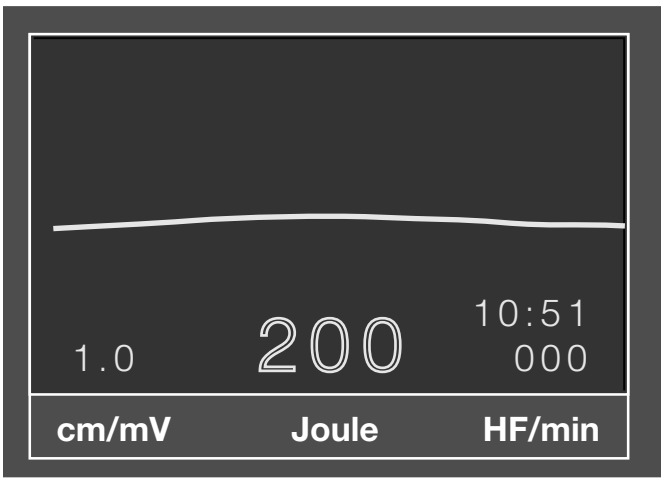

Bild 5-4. Anzeige der gewählten Energie
- Wählen Sie mit dem Energie-Wahlschalter die erforderliche Energie (Anzeige auf dem Bildschirm, Bild 5-4).